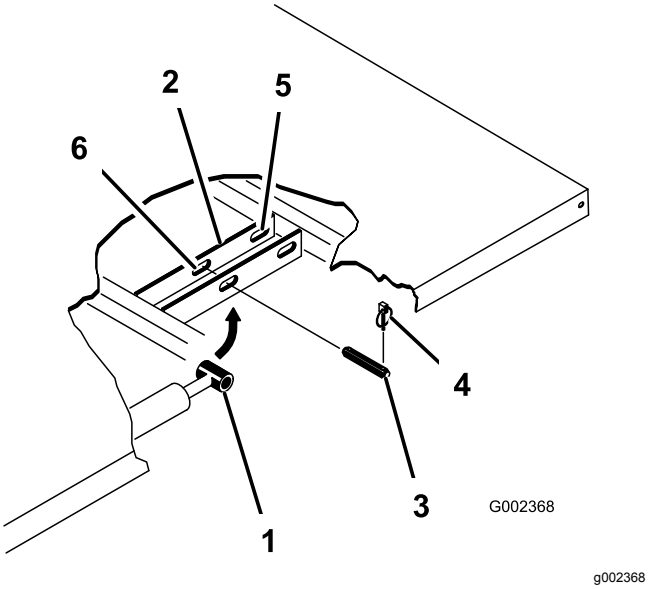

Figur 3
4. Fjern ringstiften fra den ytre enden av splittpinnene (Figur 3) på sylinderstaget.
5. Fjern splittpinnene som fester sylinderstaget til planmonteringsplatene, ved å skyve pinnene innover (Figur 3).